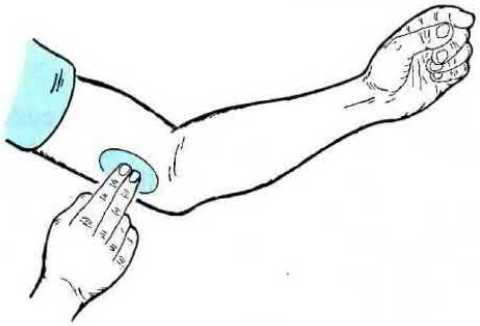

Fig.9 Il sensore, presente all'interno della fascia, deve essere posto circa in questa posizione.
- La fascia andrà avvolta appena sopra all'articolazione del gomito, in modo che il sensore poggi direttamente sulla parte interna di quest'ultimo (vedi fig.9).